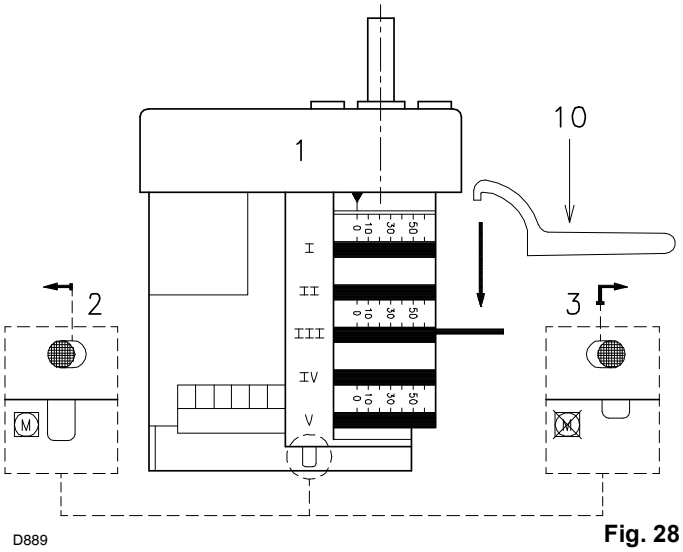

Fig. 28
Para el reglaje eventual de la leva III, sobre todo para ligeros ajustes, se puede utilizar la llave 10) (Fig. 28) suministrada a este efecto y situada y sujeta por un imán debajo del servomotor.
- ➤ Una vez terminada la regulación y con el quemador apagado, verificar manualmente, después de haber bloqueado el servomotor oprimiendo y desplazando hacia la derecha el pulsador 3) (Fig. 28), que entre 0° y 130° no haya tropiezos.
- ➤ Durante las regulaciones de los caudales intermedios, se aconseja regular el aire en posiciones para las cuales el cojinete que se desplaza por la lámina de perfil variable de la leva se encuentre directamente al lado de uno de los tornillos 3) (Fig. 28), así se garantiza que la regulación efectuada en un tornillo altere lo menos posible las demás regulaciones.